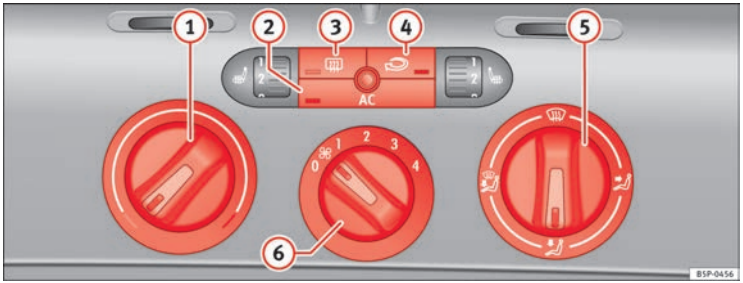

Fig. 107 On the dash panel: Climatic controls
– Use the knobs ⇒ fig. 107 (1) and (5) and control (6) to set the temperature, air distribution and blower speed.
– To switch a function on or off, press the appropriate button (2), (3) or (4). When the function is activated, the display window in the lower corner of the button is lit.
(1) Temperature selector ⇒ page 148
(2) AC button – Heating, ventilation and air-conditioning system on/off ⇒ page 148
(3) button – Heated rear window The heating will be switched off automatically approximately *20 minutes* after switching on. It can also be switched off beforehand by pushing the button.
(4) Button – Air recirculation mode ⇒ page 149
(5) Air distribution control ⇒ page 148
(6) Blower switch. There are four speed settings for the air flow. The air flow should always be set at the lowest speed when driving slowly.
– Switch on the air conditioner using the button ⇒ fig. 107 AC.